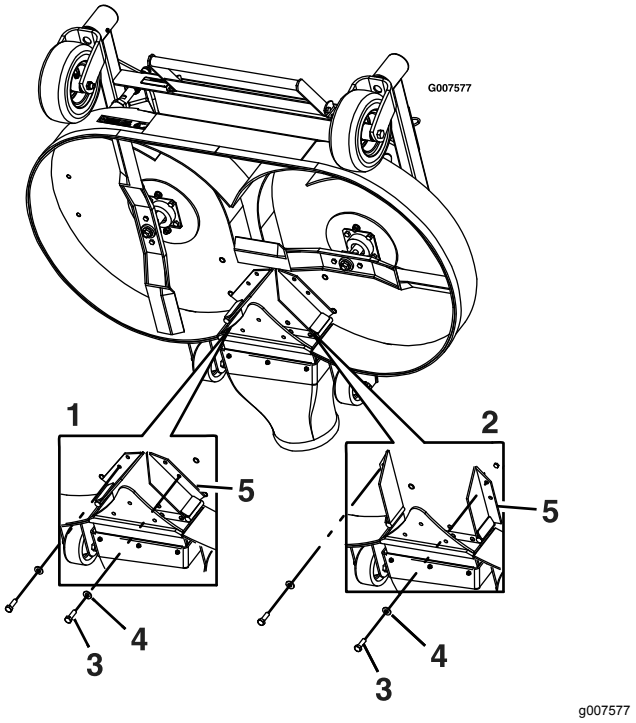

Figur 12
7. Ta bort bulten och brickan längst fram på varje skärm för systemet för påfyllningsreducering (Figur 12).